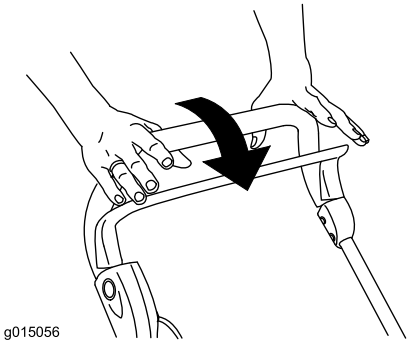

Figura 12
1. Rilasciate la barra di comando (Figura 12).